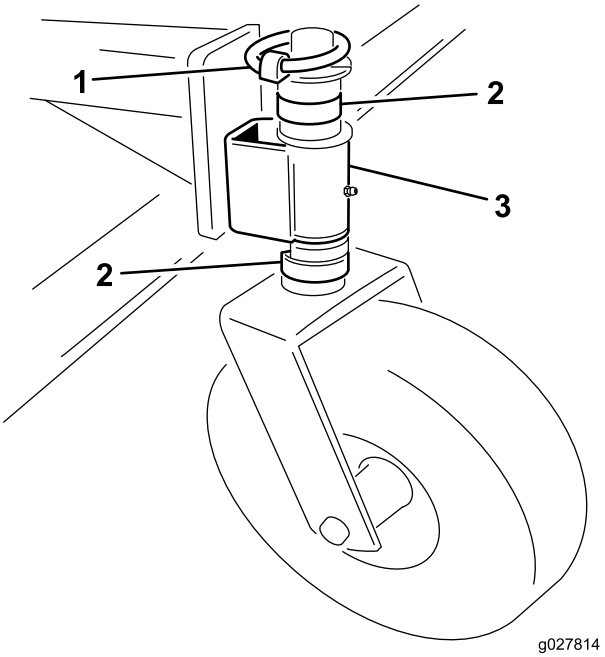

Figur 6
1. Ta bort sprintbulten från spindelaxeln (Figur 6).